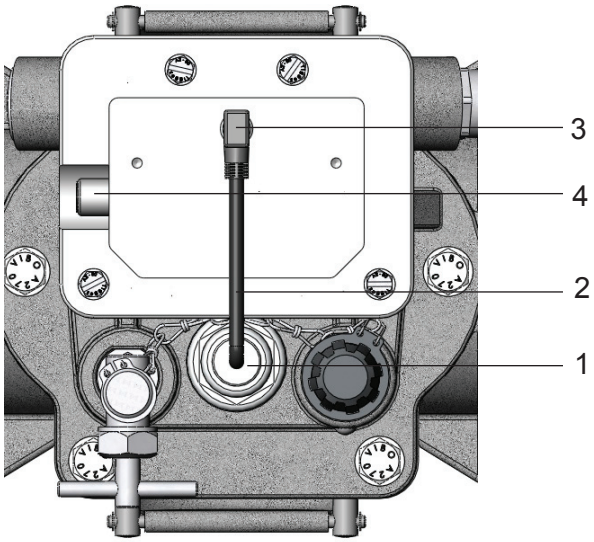

Figura 7 - Cubierta de la caja de bornes
La sonda (Figura 7/1) está integrada en la tapa del relé Buchholz. En la cubierta de la caja de bornes está integrada la unidad amplificadora y de evaluación del dispositivo de medición. En el estado de entrega, ambas piezas se encuentran conectadas por el cable (Figura 7/2) y el enchufe LS (Figura 7/3). El abastecimiento de la tensión de servicio de c.c. 24 V, así como la transferencia de las señales se realizan mediante la salida de amplificador (Figura 7/4).
- Coloque el cable trifilar con casquillo angular fundido M12 en el enchufe M12 de la salida de amplificador (Figura 7/4). (Recomendamos utilizar el cable trifilar con casquillo angular fundido del grado de protección IP 67 que suministramos con el aparato).